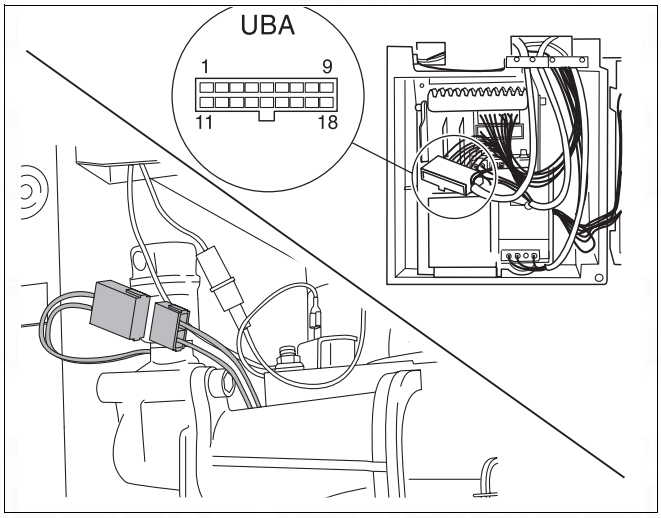

Fig. 69 600 Series 11S / 19S / 24S / 24C: Checking the feed sensor connection lead
- Use a continuity tester to check the cable between the plug-in connection and the 20-pin plug in the UBA. The test should be carried out on connections 05-20 and 18-20 (fig. 69).